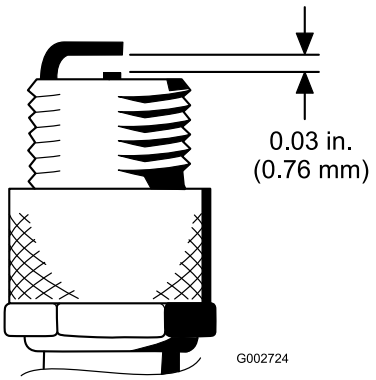

**Figur 46**
4. Kontrollera att luftgapet mellan mitt- och sidoelektroderna är 0,76 mm (Figur 46).